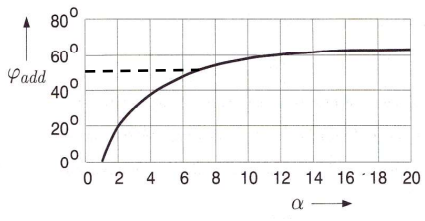

Abbildung 7.13: Phasenvoreilung $\varphi_{add} = \arcsin\frac{\alpha-1}{\alpha+1}$
3. Bestimmung β zu φ_{Add} aus Fig. 7.13 $(\beta = \alpha)$, $\omega_D = \omega_m = \frac{1}{\sqrt{\beta}T_2} \Rightarrow \frac{1}{T_2} = \sqrt{\beta}\omega_D$